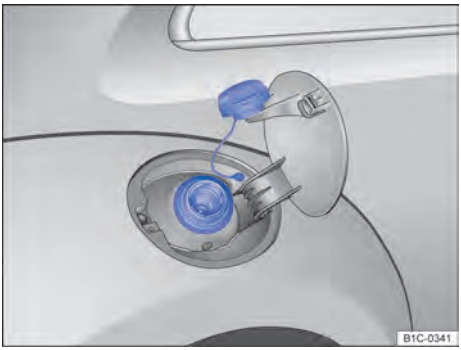

Fig. 138 Portinhola do tanque aberta com a tampa do tanque pendurada.
- Girar a portinhola do tanque no sentido anti-horário e pendurá-la em cima da portinhola do tanque ⇒ Fig. 138.